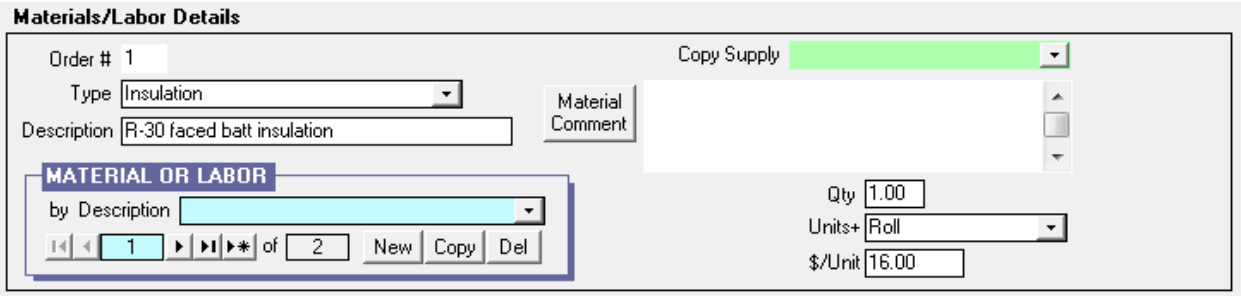
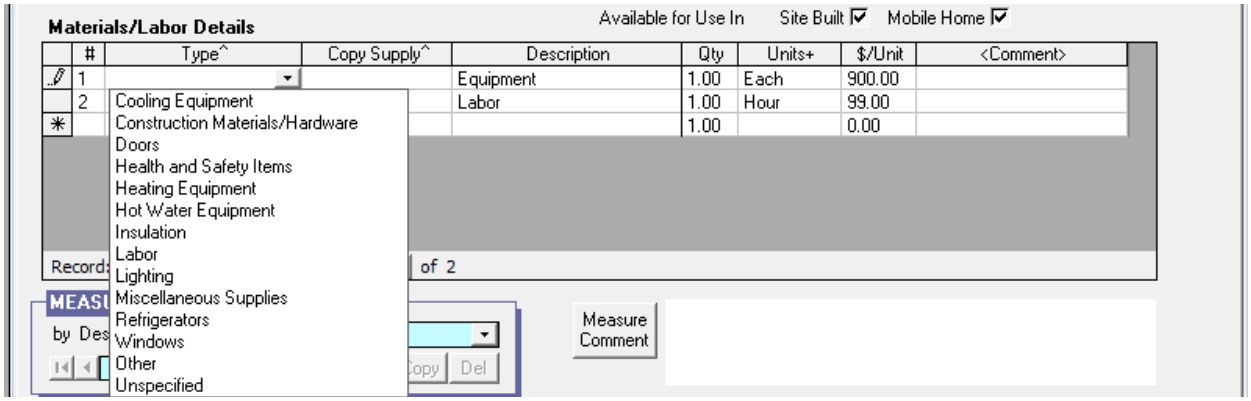

Figure 14.22. The Materials/Labor Details sub-form (form view).
Figure 14.23. The Materials/Labor Details sub-form (data sheet view).
The Materials/Labor Details sub-form is used to enter information about all material/labor components needed to install a measure. The sub-form may be viewed in either form view (see Figure 14.22) or data sheet view (see Figure 14.23) (see Section 5.8, *Data Sheet and Form Views of Records*). Both views have the same capabilities for entering data, except that the form view displays only one material/labor component at a time while the data sheet view displays all material/labor components defined under a measure. Thus, the form view uses a record navigation block to allow access to all material/labor components.
- **Type** – If you are using the Supply Library to store information about materials you use in your weatherization activities and track inventory, select the category using the drop-down list under which the material/labor is listed in that library. The choices are the thirteen material/labor categories in the Supply Library (see Chapter 15, *Supply Library*) and Unspecified (see Figure 14.23). The entry is used to narrow your search for the material when using the "Copy Supply" drop-down list on the sub-form. If you do not plan to locate this material/labor component in your Supply Library, this entry may be left blank or designated as "Unspecified." *Conditionally Required*.
- **$/Unit** – Enter the cost of the material/labor component, in dollars per unit selected in the Units field, described above, needed to install the measure. If the material/labor component is copied from the Supply Library, this information will be entered automatically. A library health and safety measure will initially have material and labor costs of $900.00 and $99.00, respectively, indicating that the user has not provided costs for the measure (see Figure 14.23). *Required*.